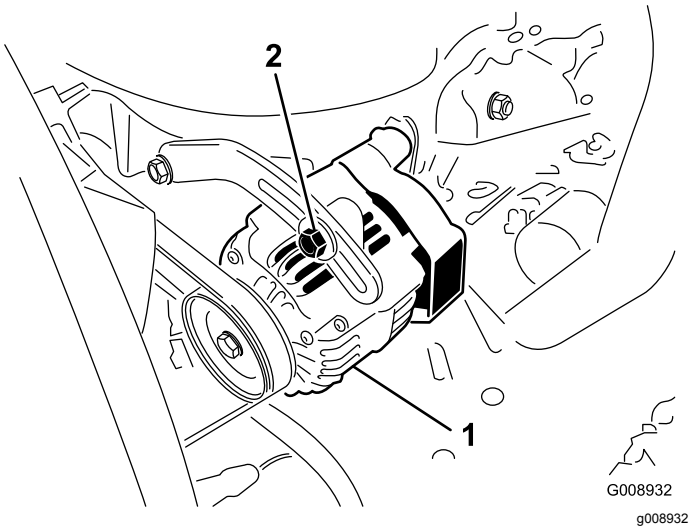

Rysunek 55
Po każdych 100 godzinach pracy sprawdzaj stan i napięcie pasków (Rysunek 55).
2. Jeżeli ugięcie nie wynosi 10 mm, poluzuj śruby mocujące alternator (Rysunek 55). Zwiększ lub zmniejsz napięcie paska alternatora i dokręć śruby. Sprawdź ugięcie paska jeszcze raz, aby upewnić się, że napięcie jest prawidłowe.